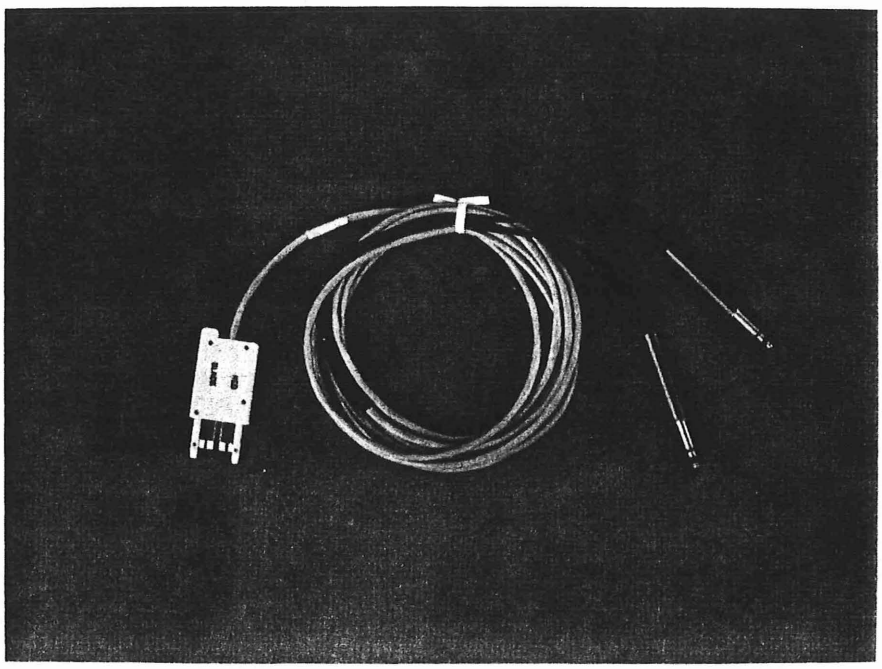

Figure 1. 800PGY and 800PHY Cords
2.01 The ordering information for the "Blue" test cords available is provided in Table A. The "Blue" cords have a blue colored 800-type duplex plug at one end and two longframe (310) or two bantam plugs on the other end (see Figure 1).